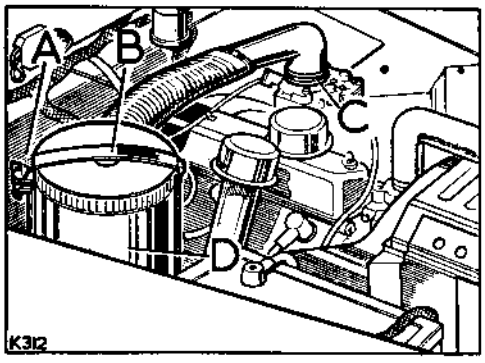

**Fig. G1-23. Air cleaner and elbow fixings**
9. If removed, fit the air cleaner, see Fig. G1-23.